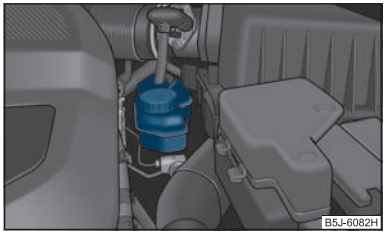

Fig. 139 Engine compartment: Brake fluid reservoir
- Inspect the brake fluid level in the reservoir ⇒ fig. 139. The level must be between the "MIN" and "MAX" markings.